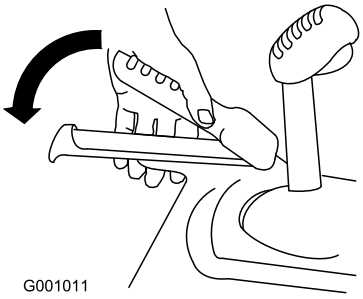

Figur 28
1. For at indkoble traktionsdrevet skal du klemme traktionsgrebet til venstre for håndtaget (Figur 28).